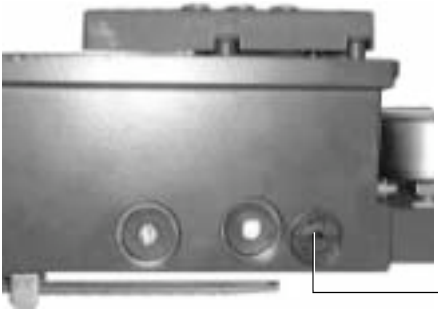

Fig. 22
- Unscrew the filter plug (**1**) from the SP2 housing using a 5 mm allen key (refer to Fig. 22).